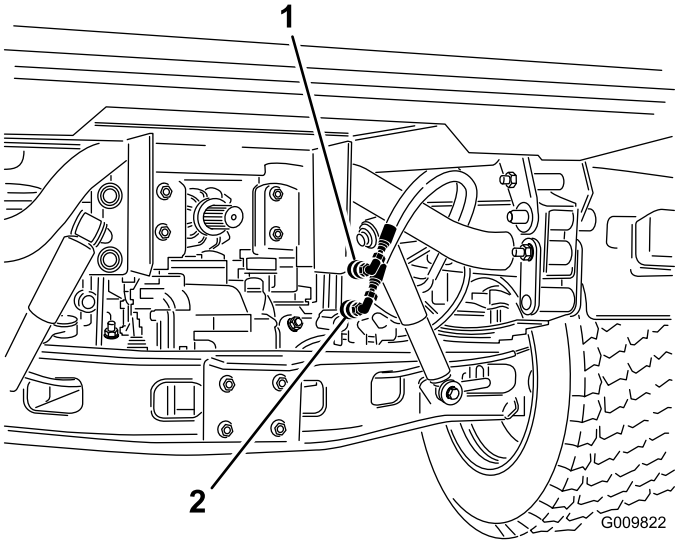

**Figur 71**
2. På begge køretøjer: Kobl de to lynkoblingsslanger fra slangerne, der er fastgjort på koblingsholderen (Figur 71).